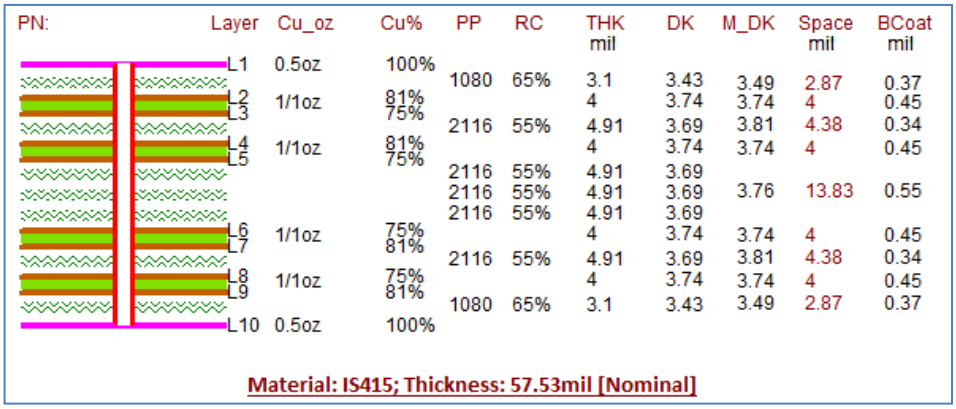

Figure 12: Stack-up & DK simulation
- **Building the stack-up with datasheet DK for simulation.** Some calculated key parameters refer to **Figure 12.**